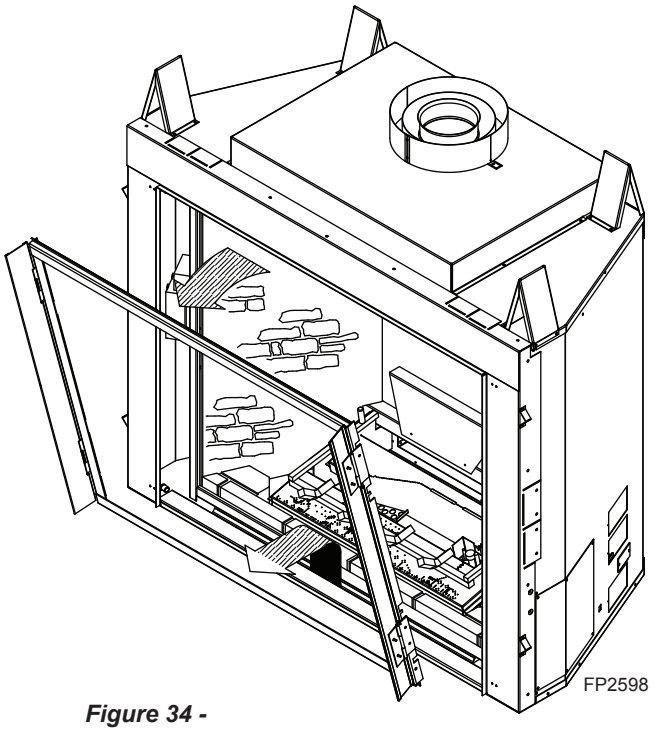

Figure 34 - Remove Glass Frame
4. Remove glass frame by releasing the three latches located at the top of the firebox. Tilt glass away from the unit, lift glass frame up and away from the unit. *Figure 34*